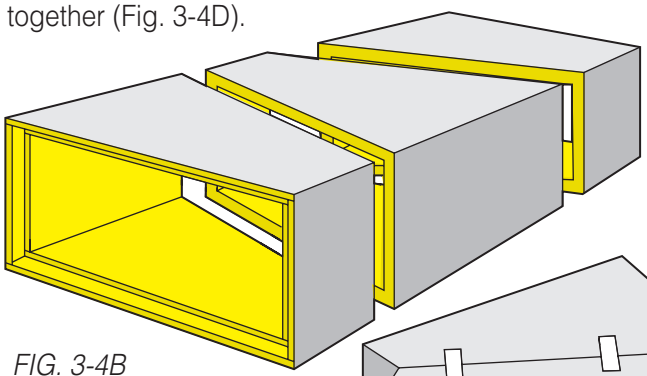
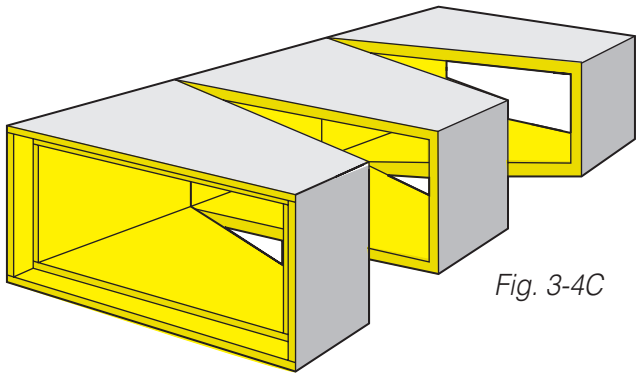
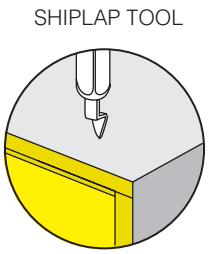

FIG. 3-4B
Fig. 3-4C
FIG. 3-4D
2. Separate three pieces (Fig. 3-4B). Rotate center piece 180° (Fig. 3-4C). Push three pieces together (Fig. 3-4D).